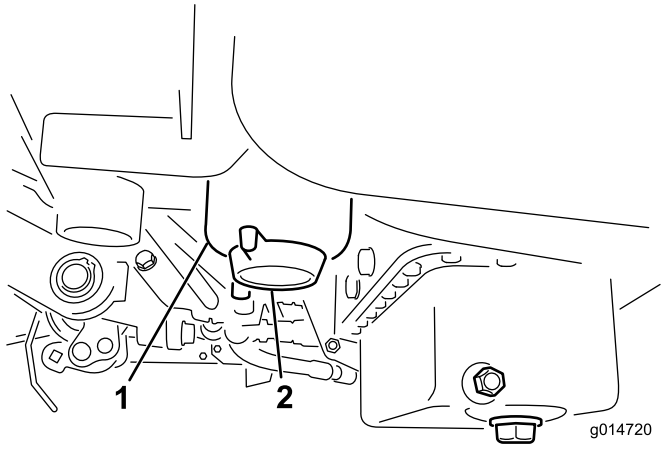

Figuur 45
2. Reinig de omgeving van de plaats waar de filterbus wordt gemonteerd (Figuur 45).
4. Open de filteraftapplug (Figuur 45).